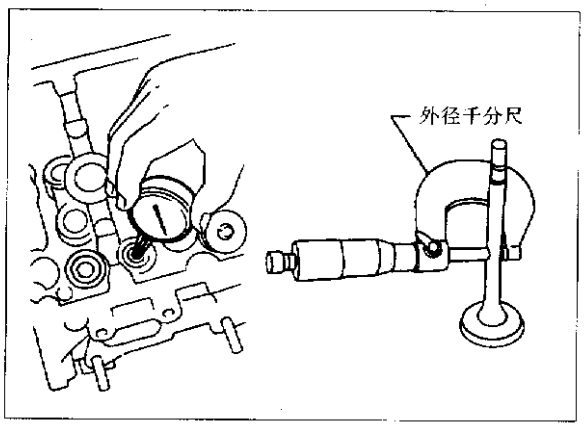

图 2-6-19
①测量气门杆直径和气门导管内径，见图 2-6-19。
②检查在规定范围内的间隙。